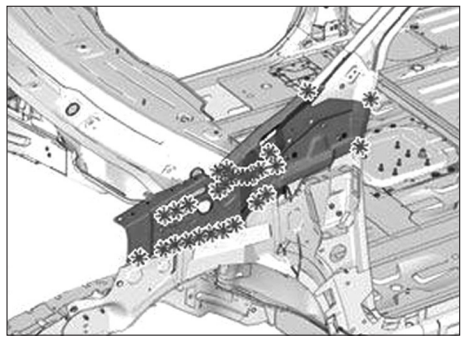

**FIG. 26**
• Découper les points **(Fig.26)**.